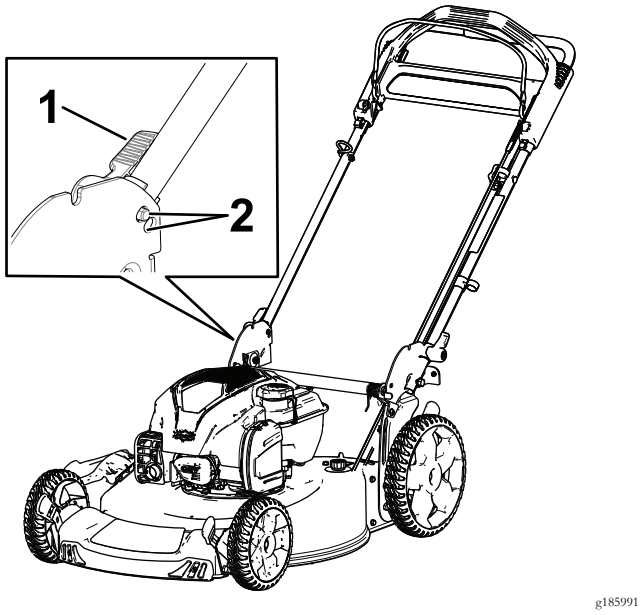

Figur 4
3. Ställ in handtagslåset i ett av de två lägena (Figur 4) tills stiftet klickar på plats och låser handtaget i körläget.